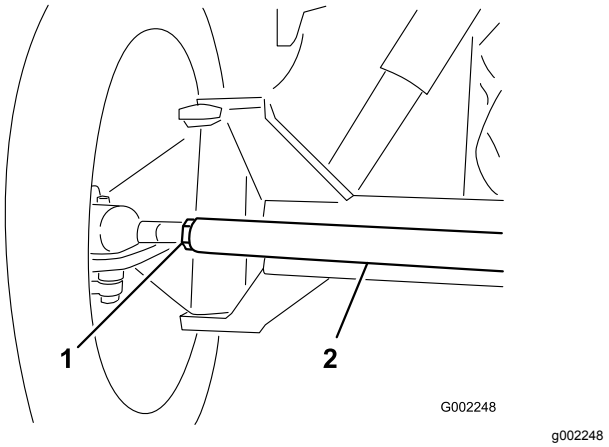

Figur 89
3. Om måttet inte hamnar inom det angivna området ska du lossa kontramuttrarna i båda ändarna av dragstången (Figur 89).